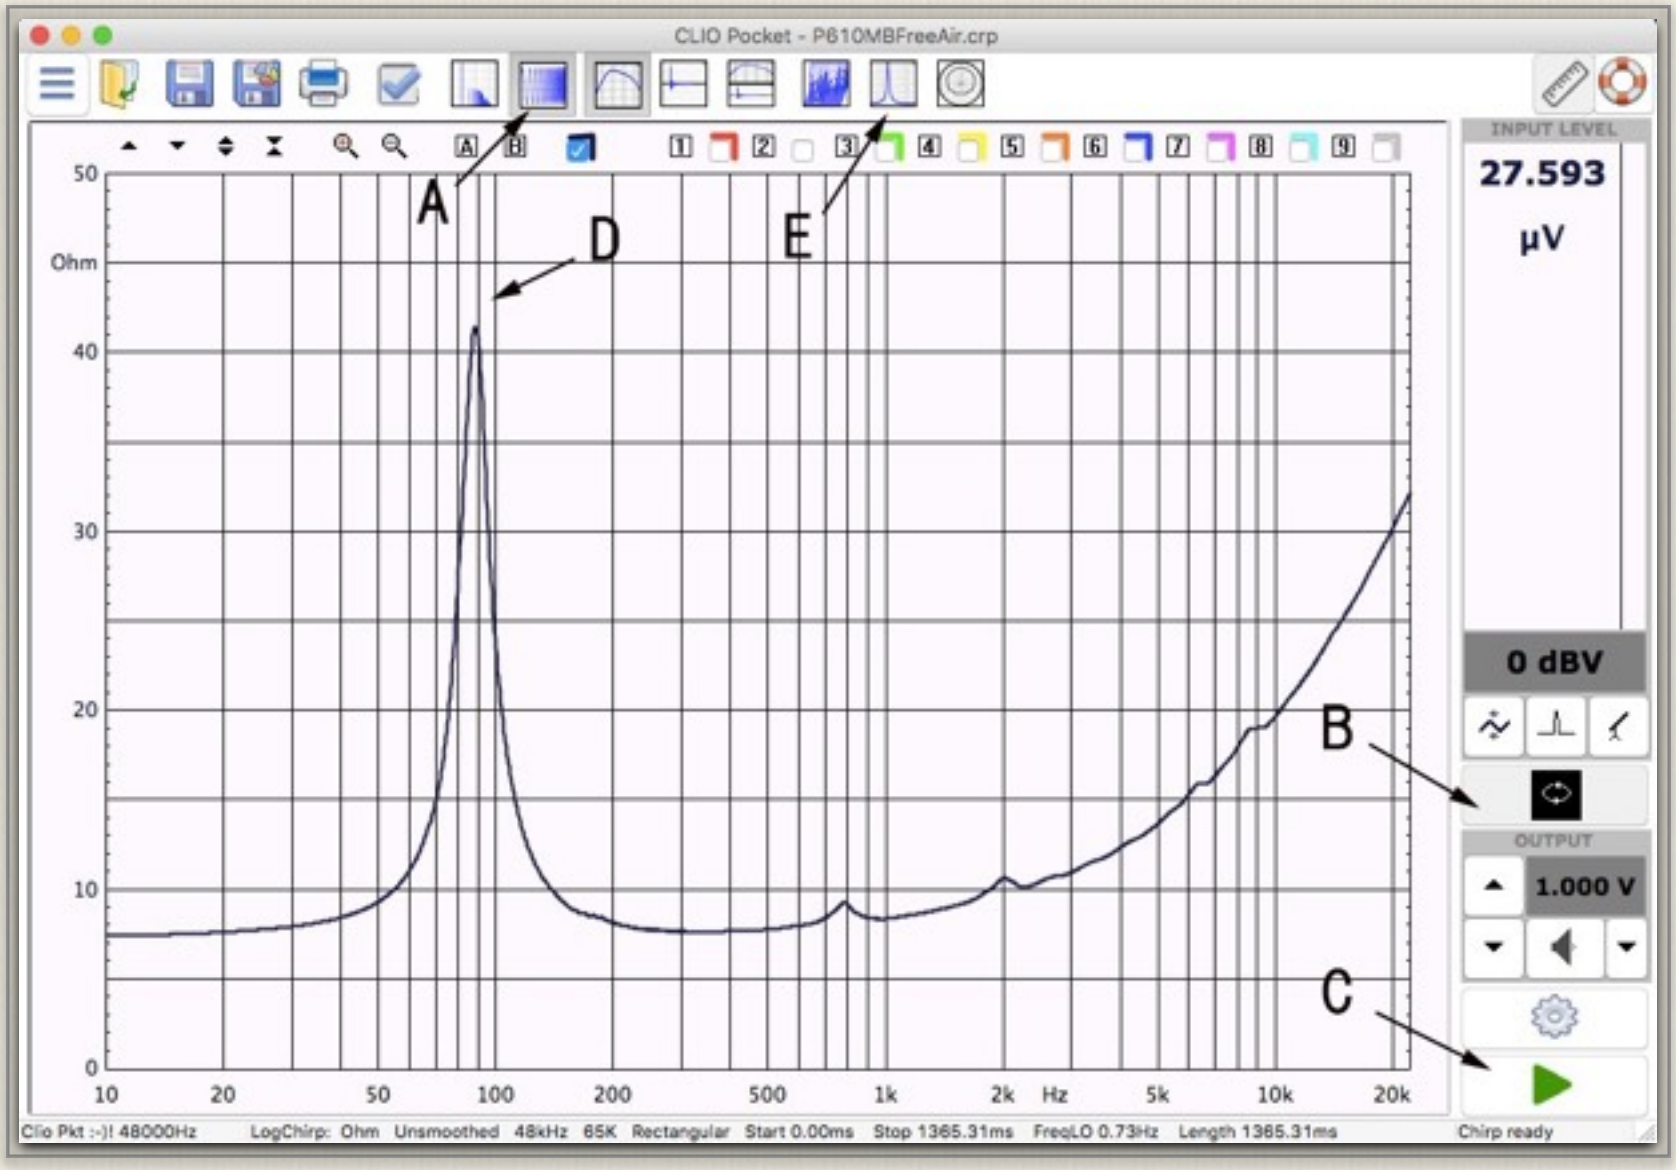
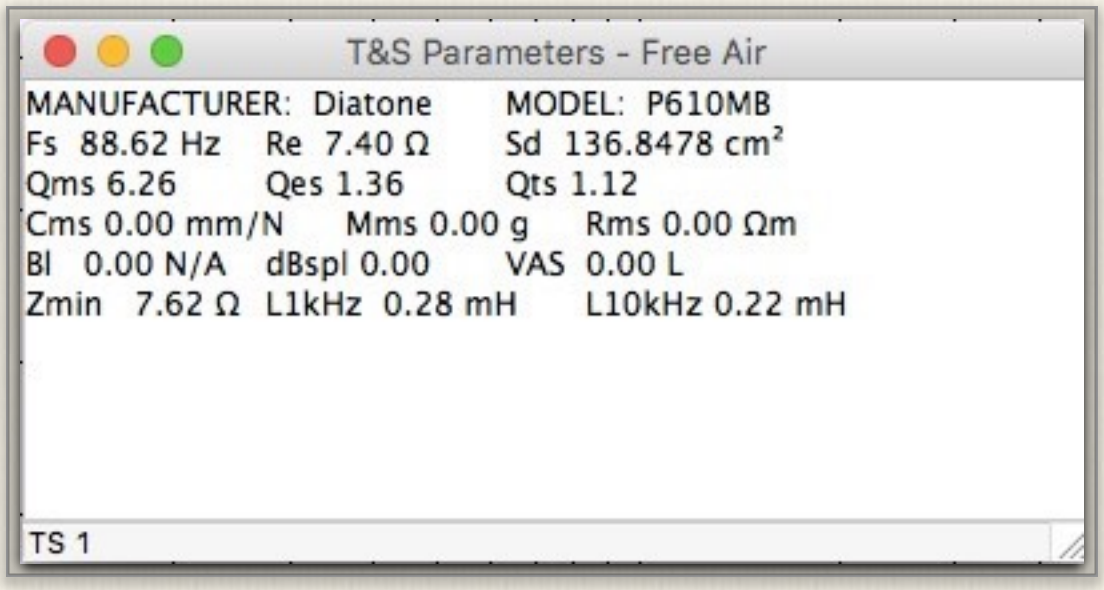

図3-5　インピーダンンス特性
図3-7　「T&S パラメーター（自由空間）」画面
③ 図3-5矢印アで「LogChirp」を選択
④ サイドバー矢印Bでループバック設定を行う
⑤ 矢印Cで測定スタート
⑤「OK」で戻る
⑥　図3-5の矢印Eをクリックして、自由空間インピーダンス特性から計算されるT&Sパラメーターを図3-7に表示する。